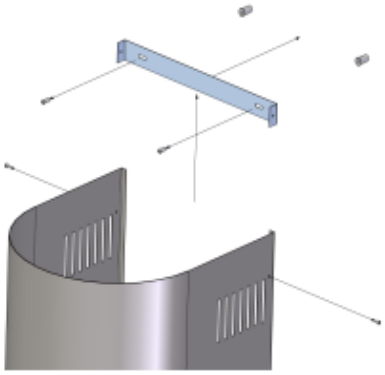

Рис. 2
6. Выдвиньте верхний короб (3) и соедините с помощью шурупов (7) с кронштейном (4) (рис. 2).